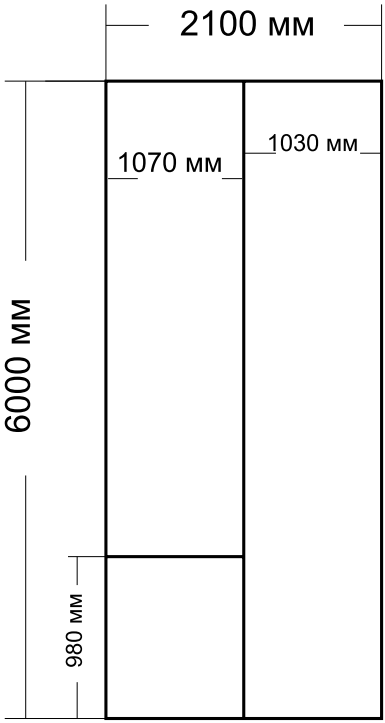

Рис. 4
7. Раскроить лист сотового поликарбоната по указанной схеме (Рис. 4).